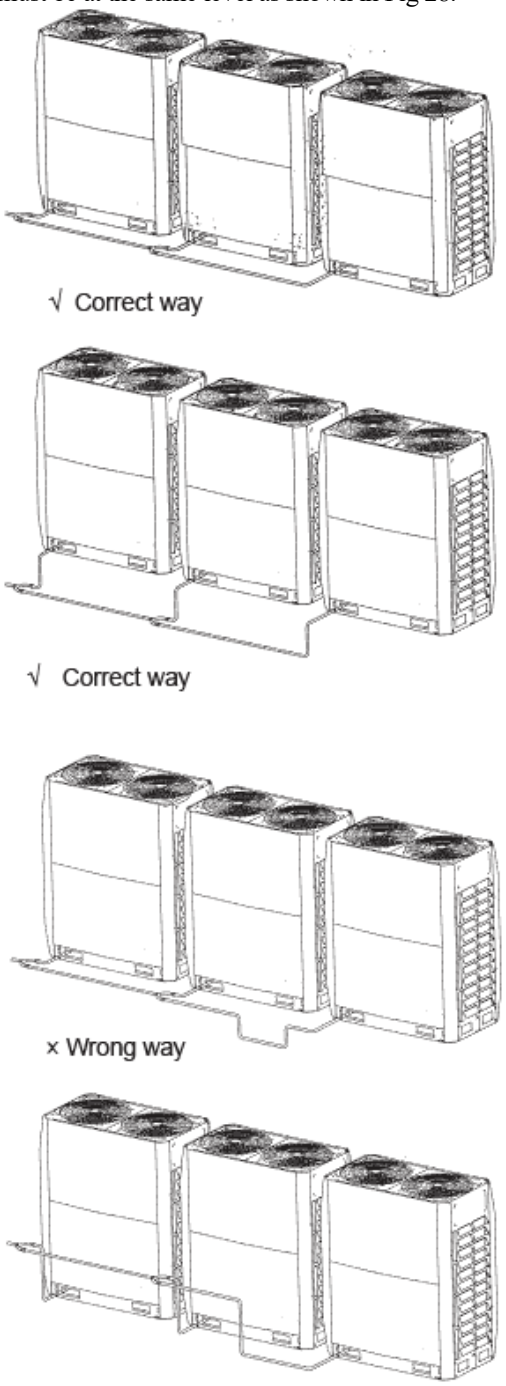

Fig. 28 —Correct Refrigerant Pipe Setup
3. All connecting pipes coming out of the outdoor units must be at the same level as shown in Fig 28.